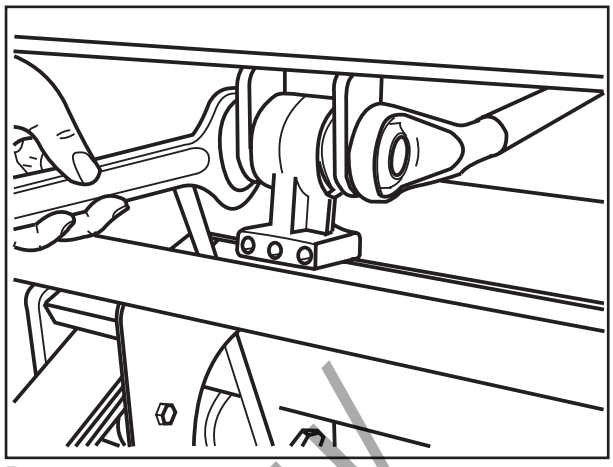
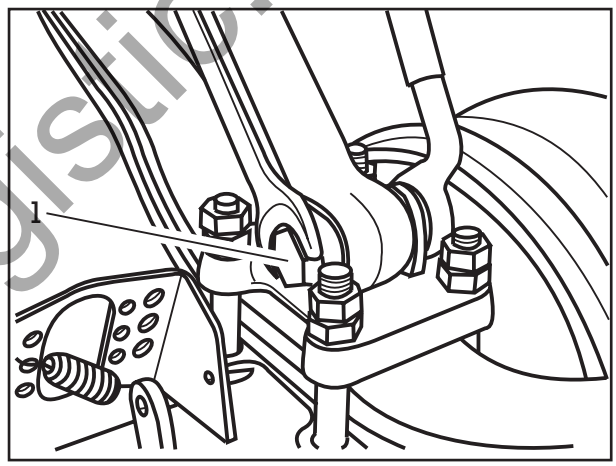

Рис. 4
Рис. 5
(5) При необходимости демонтировать крепление П-образного стабилизатора, для этого отвинтить стопорную гайку с крепежного болта (рис. 4), вытянуть крепежные болты и снять крепление.
(6) Проверить резиново-стальные втулки крепления на износ, при необходимости заменить их при помощи монтажного инструмента (идент. № BPW 15.002.19433),или под прессом см. также раздел 4, операция № 22.
(7) Если крепление П-образного стабилизатора снято, снова установить его (рис. 4), новые стопорные гайки навинтить от руки на болты с шестигранной головкой ,не затягивать.
(8) Установить П-образный стабилизатор на надрессорных листах и вставить крепежные болты.
(9) Навинтить новые крепежные гайки, не затягивая их (рис. 5).